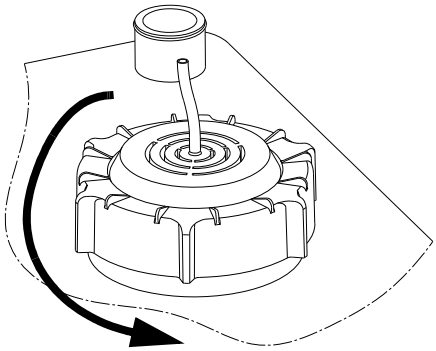

Рис. 8 Удаление трубки датчика
2. Ослабьте крышку с резьбой, повернув ее против часовой стрелки. См. рис. 8.